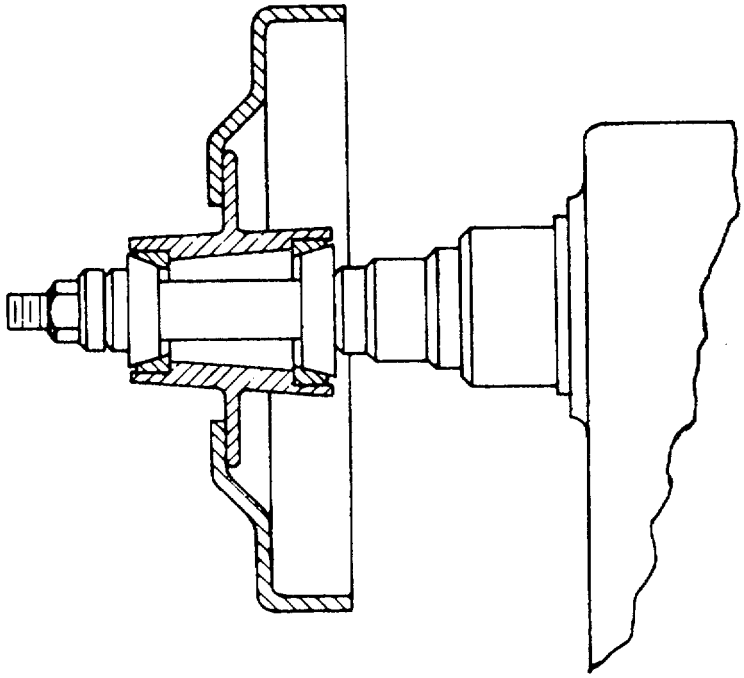

Fig. 1-6 - TAPERED BEARING HUB (TRUCK)
e.-Tapered Bearing Hub. (Truck). Select the proper Tapered Cones to fit into the inner and outer bearing cups. The Tapered Cone should fit so that it is almost completely inside the bearing cup. There are conditions when the Tapered Cone will barely enter the cup or just about go through the cup. Place the Tapered Cone for the inner bearing cup on the Arbor, followed by the drum and Tapered Cone for outer bearing cup. Place additional Spacers on the Arbor so that when the Arbor Nut on the end of the Arbor is tightened, the two Tapered Cones are drawn securely against the bearing cups. Make sure that the Tapered Cones and bearing cups are clean (see figure 1-6).